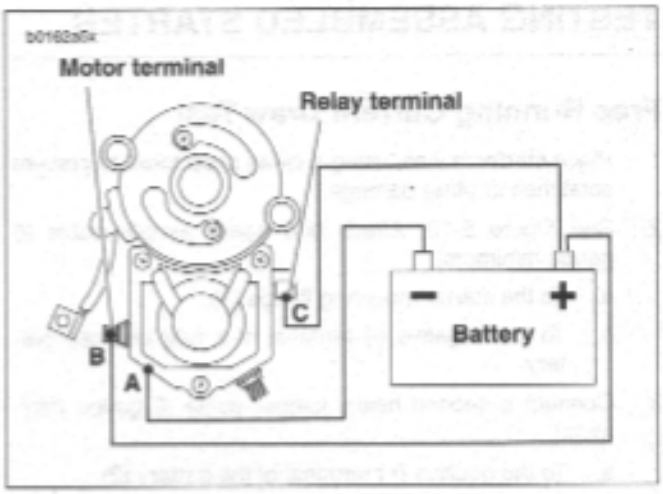

Figure 5-12. Hold-in Test
1. See Figure 5-12. With test leads still connected in the manner specified in the previous SOLENOID PULL-IN TEST, **disconnect solenoid motor terminal/battery negative test lead (B) at negative battery post only; reconnect loose end of this test lead to positive battery post instead.**